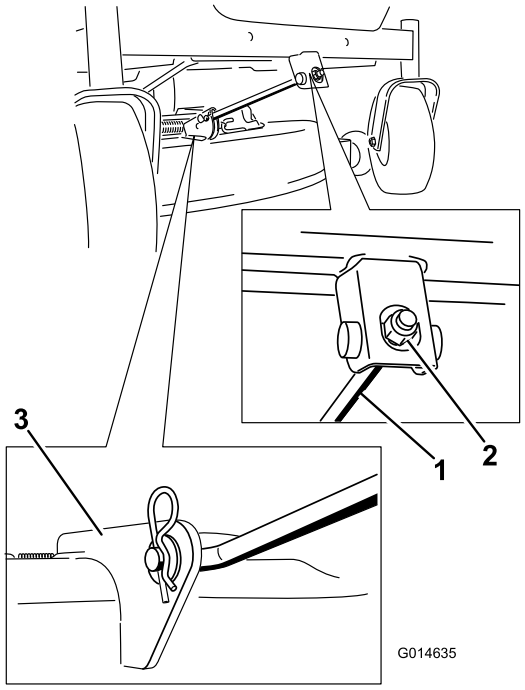

Figur 58
4. Ta bort hårnålssprinten från den främre stödstången och ta bort stången från däckfästet (Figur 58). Sänk ned klipparens front försiktigt till marken.
6. Fäst den främre stödstången vid klippardäcket med hårnålssprinten och sprintbulten (Figur 58).